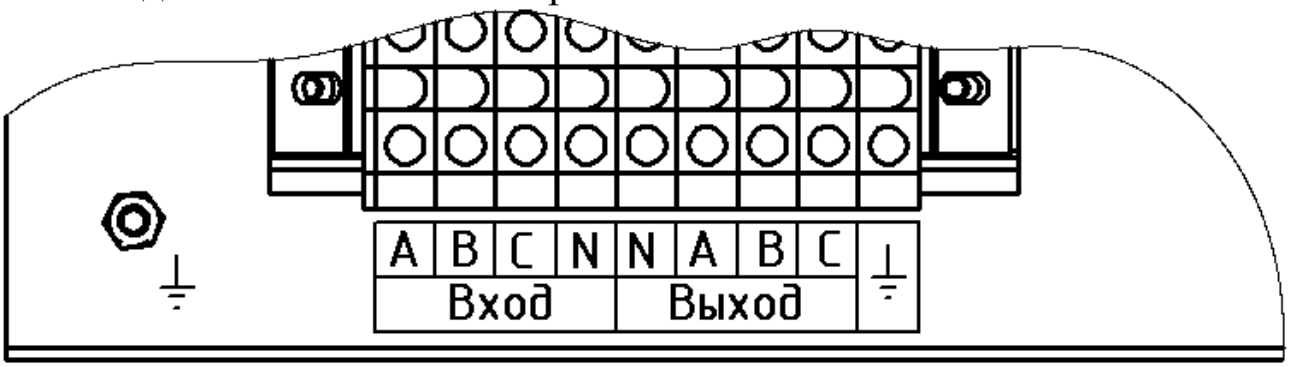

Рис.3 Клеммник подключение входного и выходного кабелей трёхфазного стабилизатора
5. Подключить провода входного кабеля к соответствующим контактам клеммника «ВХОД» (рис.3)
6. Подключить провода выходного кабеля к соответствующим контактам клеммника «ВЫХОД» (рис.3)